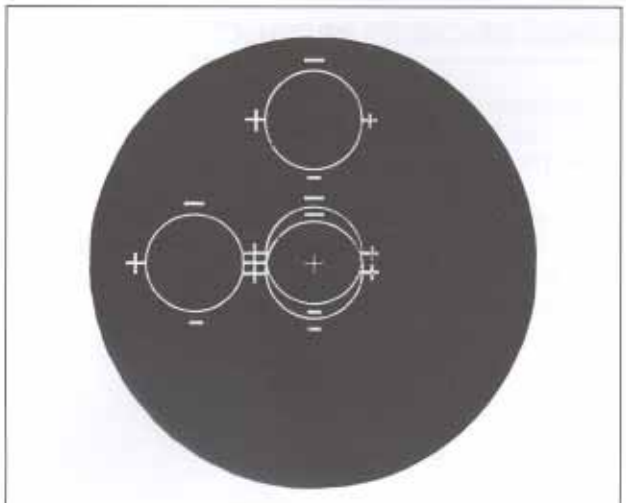

Figure 7
A further check on the accurate location of the axis may be obtained by throwing the instrument slightly out of focus with the focusing knob (7). Then the plus sign of the central focusing circle will be doubled (Fig. 7). If the axis is correct, the horizontal line in the plus sign of the left circle will be exactly midway between the double horizontal line of the other plus sign as shown.